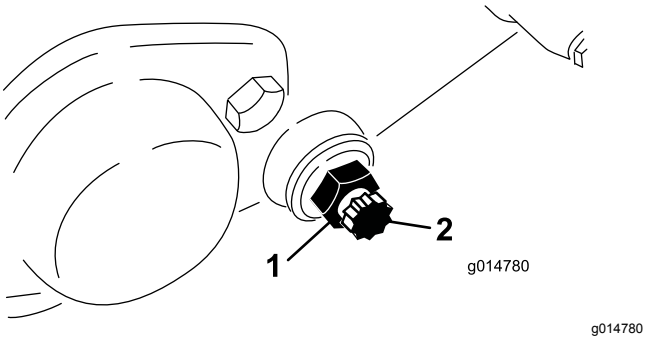

Figur 62
3. Løsne låsemutteren som fester motstangsbolten på begge sider av maskinen (Figur 62).
4. Fjern begge motstangsboltene slik at motstangen kan dras nedover og fjernes fra maskinen. La de to skivene av nylon og stanset stål på hver side av motstangen stå (Figur 62).